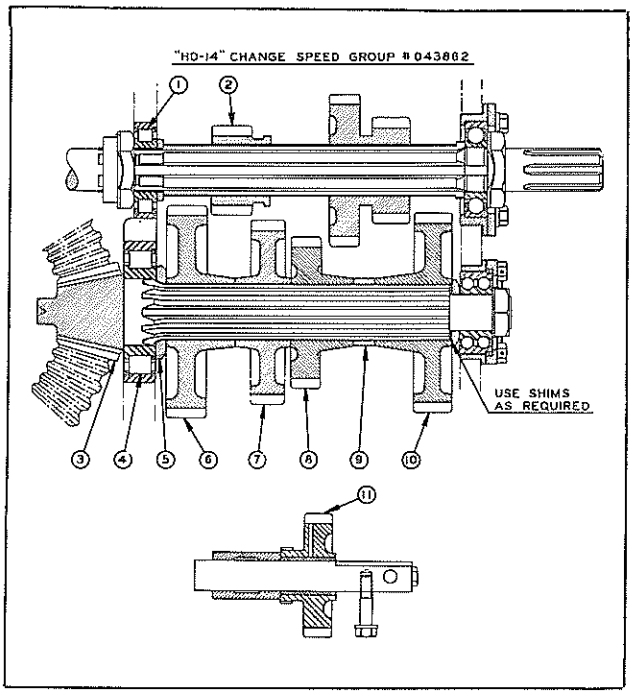

FIG. 6
M. CHANGE SPEED GROUP (SEE FIG. 6.)